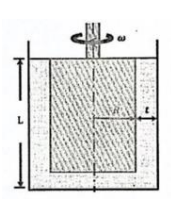

Fig.2
b. The rotating cylinder viscometer shears the fluid in a narrow clearance, t as shown in Fig. 2. Assume a linear velocity distribution in the gaps. If the driving torque T is measured, find an expression for μ by i. neglecting, and ii. including the bottom friction. (14 Marks)